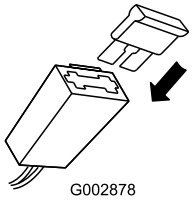

Figur 9
2. Monter sikringen i sikringsholderen som vist (Figur 9).